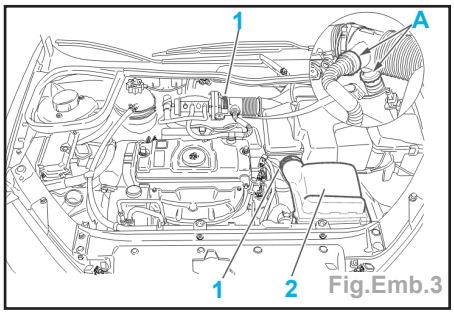

Fig.Emb.3
- Déposer (Fig.Emb.3) :
- les colliers (1),
- les tuyaux de réaspiration des vapeurs, d'huile (en (A)),
- le filtre à air (2),